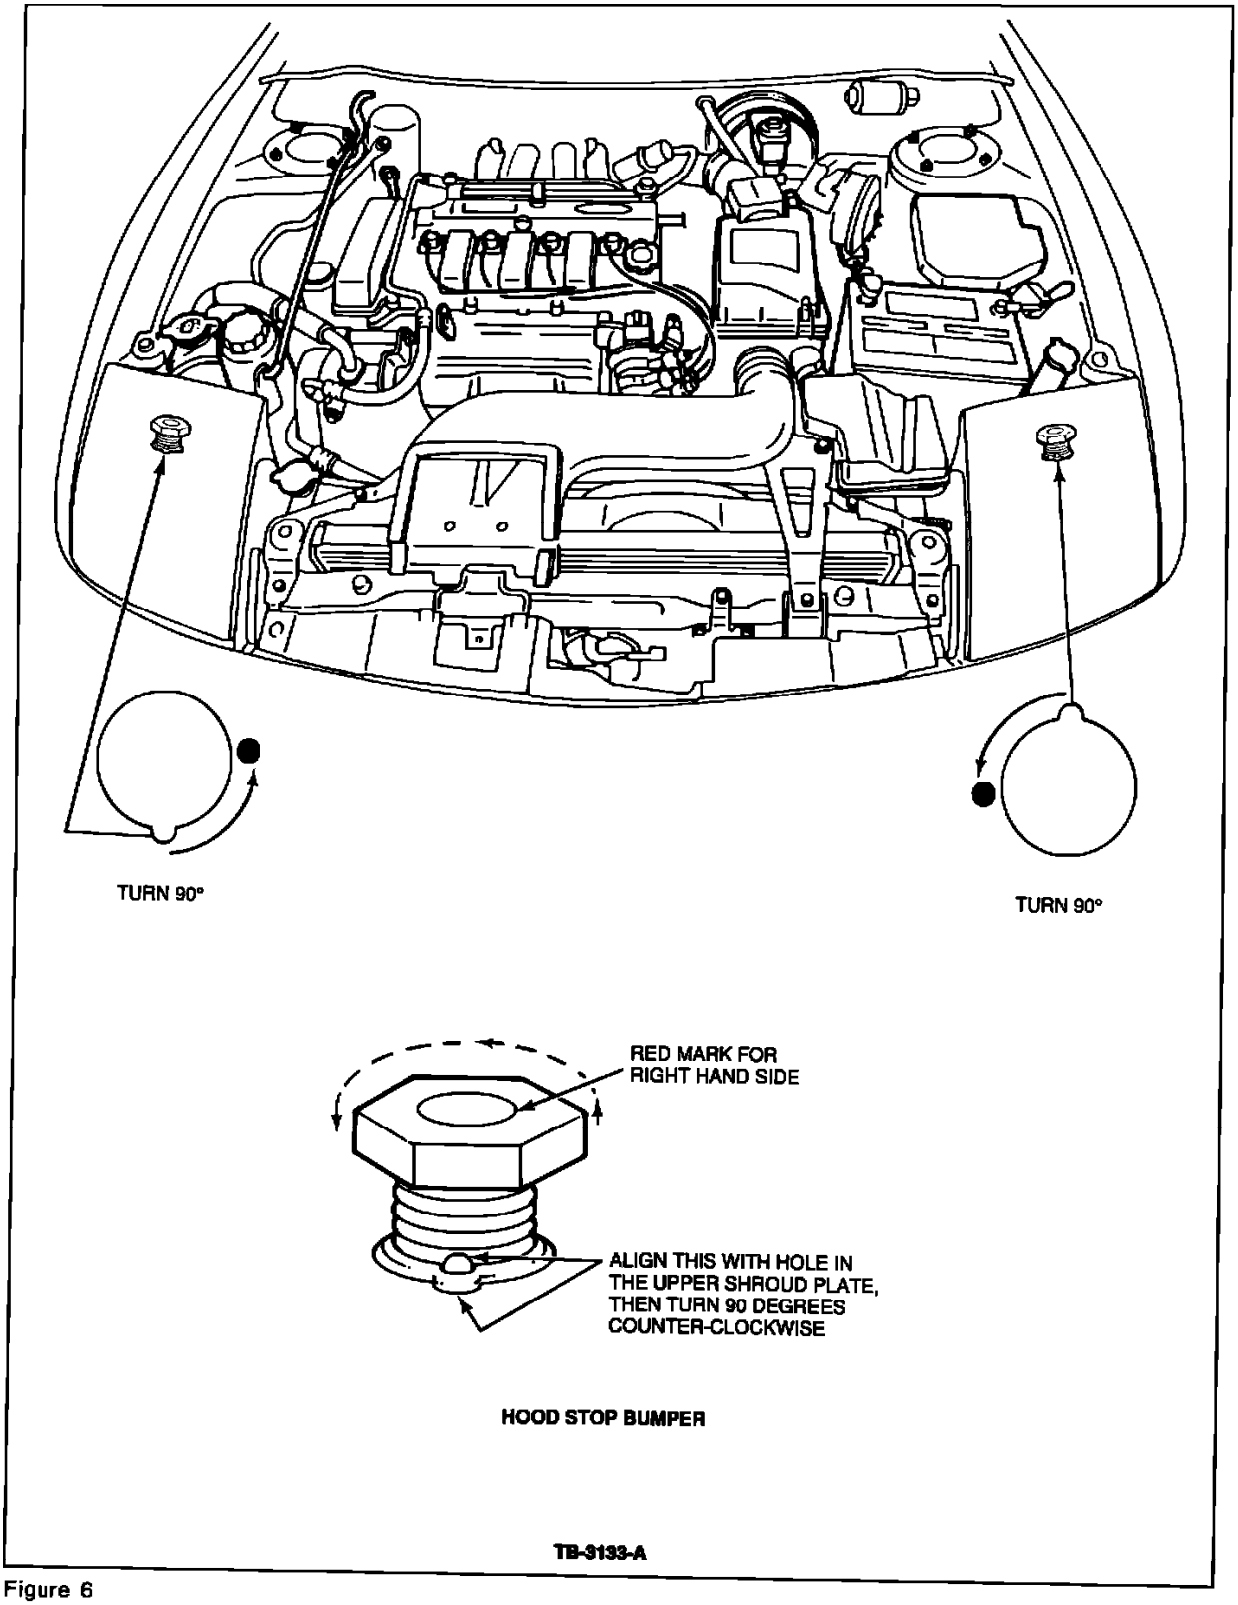

Figure 6
7. Check to be sure that the adjustable hood-stop bumpers are in proper position as shown in Figure 6.
a. If not in proper position, align the small bump in the hole on the upper shroud plate, Figure 6.
b. Turn the hood-stop bumpers 90~ counterclockwise to the proper position as shown in Figure 6.